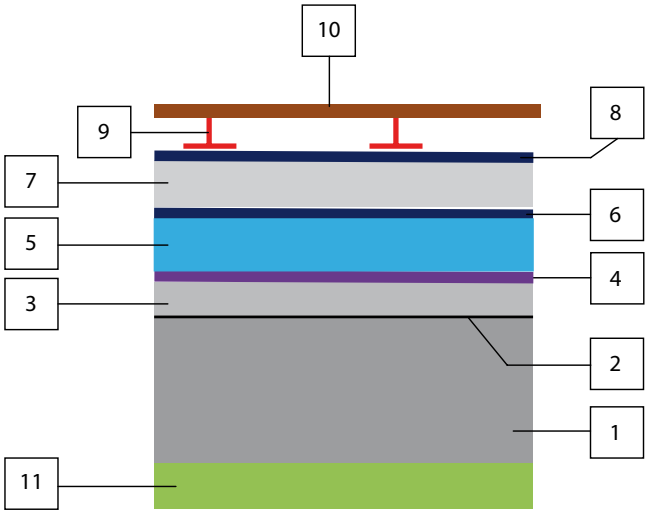

RYS. 3 **Wariant wykonania połaci balkonowej z ociepleniem z obu stron;** *rys.: autor*
- trzeci przypadek z termoizolacją pod jastrychem dociskowym (**RYS. 3**) odpowiada połaci tarasowej i zostanie omówiony w dalszych częściach cyklu,